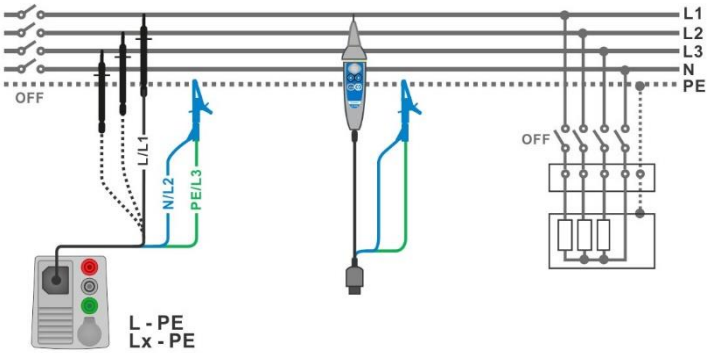
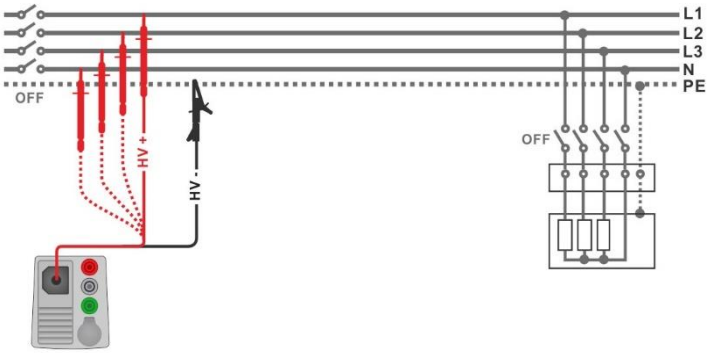

Figure 7.15: Connection of 3-wire test lead and Tip commander ($U_N \leq 1$ kV)
Figure 7.16: Connection of 2.5 kV test lead (U_N = 2.5 kV)
- Connect test leads to object under test (see ***Figure 7.15*** and ***Figure 7.16***).